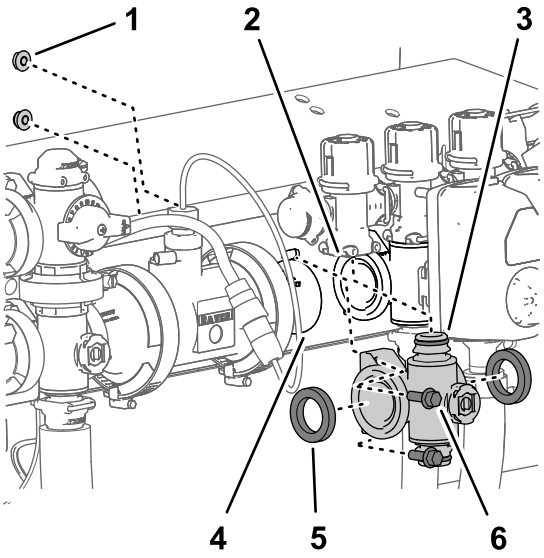
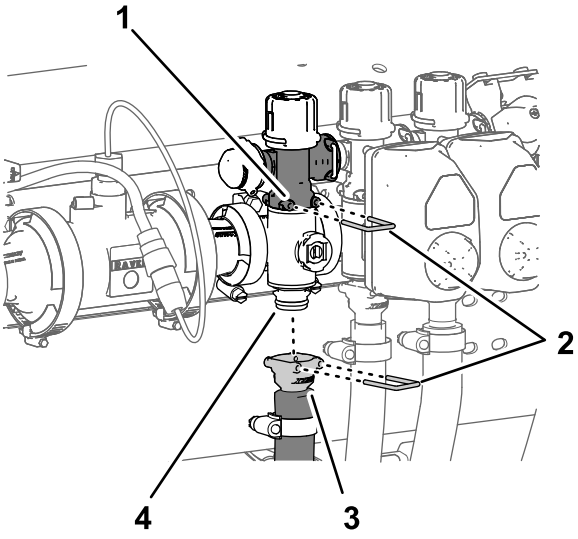

Figure 117
Figure 118
1. Align the 2 gaskets that you removed in Removing the Section-Manifold Valve (page 80) to the flanges of the section-valve manifold (Figure 117).
2. Align the flange of the section-valve manifold between the flanges of the other section-valve (s) and/or coupling adapter (Figure 117).
3. Assemble the quick-connect fitting of the section-valve manifold to the quick-disconnect socket of the section-bypass valve with a quick-connect pin (Figure 117 and Figure 118).
5. For left or right section-valve manifolds, assemble the section-valve manifold to the valve support (Figure 117) with the 2 flange-head bolts (1/4 x 3/4 inch) and 2 flange locknuts (1/4 inch) that you removed in Removing the Section-Manifold Valve (page 80).
8. Assemble the quick-connect coupler of the section hose onto the quick-connect fitting of the section-valve manifold with the quick-connect pin (Figure 118).